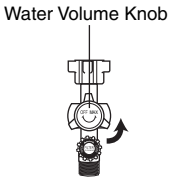

Figure 2
Step 4 : Turn the Water Volume Knob anticlockwise to maximum volume position (refer Figure 2).
Step 5 : Gradually turn On the Main Water Valve and adjust the splashing height (H) of the shower.